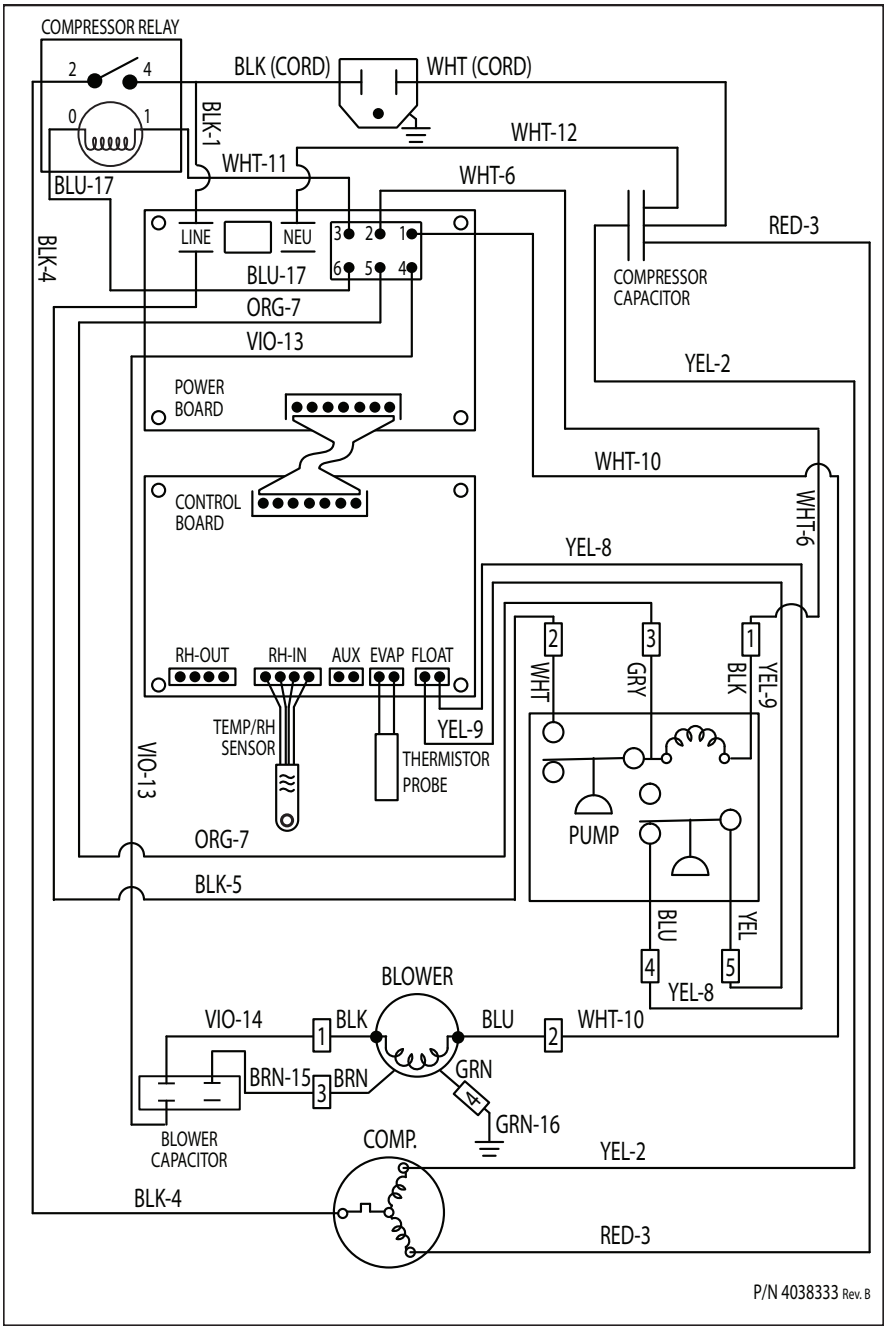

Figure 4: Electrical Schematic of HI-E *Dry* 195
1. Loose connection in blower circuit (Fig. 4).